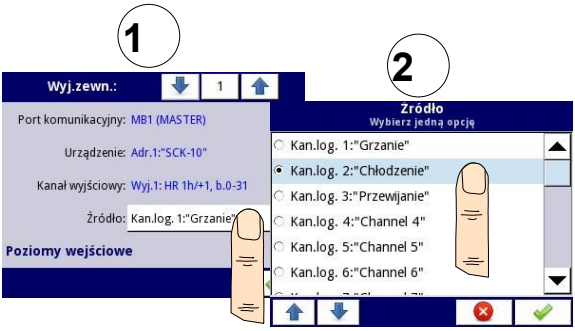

*Rys. 7.109. Przykładowy wybór **Źródła** dla wyjścia zewnętrznego*
- **Źródło** – ten parametr pozwala wybrać źródło danych dla wyjścia zewnętrznego z listy Kanałów logicznych (patrz **Rys. 7.109**).
- **Źródło** – parametr ten zawiera listę Kanałów logicznych, z której zaznaczony kanał logiczny będzie źródłem danych dla wyjścia zewnętrznego (patrz **Rys. 7.109**).
– **Źródło** – parametr ten zawiera listę Kanałów logicznych, z której zaznaczony kanał logiczny będzie źródłem danych dla wyjścia zewnętrznego (patrz **Rys. 7.109**), dane pochodzące z tego źródła są przeliczane według parametrów zebranych w dwóch grupach: **Poziomy wejściowe** i **Poziomy wyjściowe**,